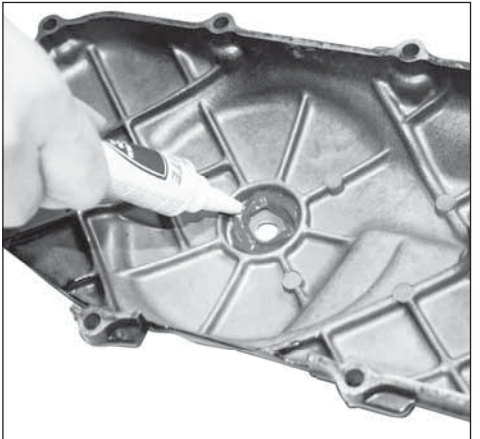

Fig. 2
- Applicare della pasta siliconica sul fondo del carter, come indicato in **Fig. 2**
- Apply silicone to the recess of the crankcase cover, as shown in **Fig. 2**
- Appliquer de la pâte siliconnée sur le fond du carter comme indiqué en **Fig. 2**.
- Tragen Sie hitzeverträgliches Silikon an der vorgesehenen Stelle **(Abb. 2)** der Variatorabdeckung auf.
- Aplicar la pasta de silicona en el fondo del cárter tal y cómo se indica en la **Fig. 2.**